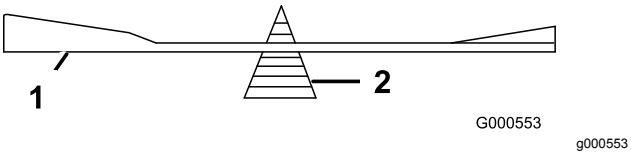

Figure 68
2. Vérifiez l'équilibre de la lame en la plaçant sur un équilibreur (Figure 68).